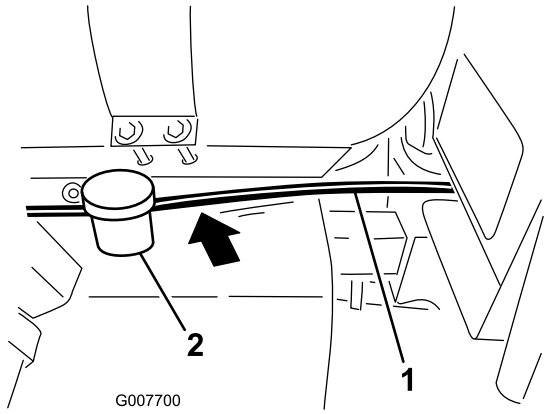

Figur 10
2. Dra slangen framåt från skummarkörsfästet, under kemikalietanken och bakom bränsletanken, längs med befintligt kablage till området under säteslådan (Figur 10).